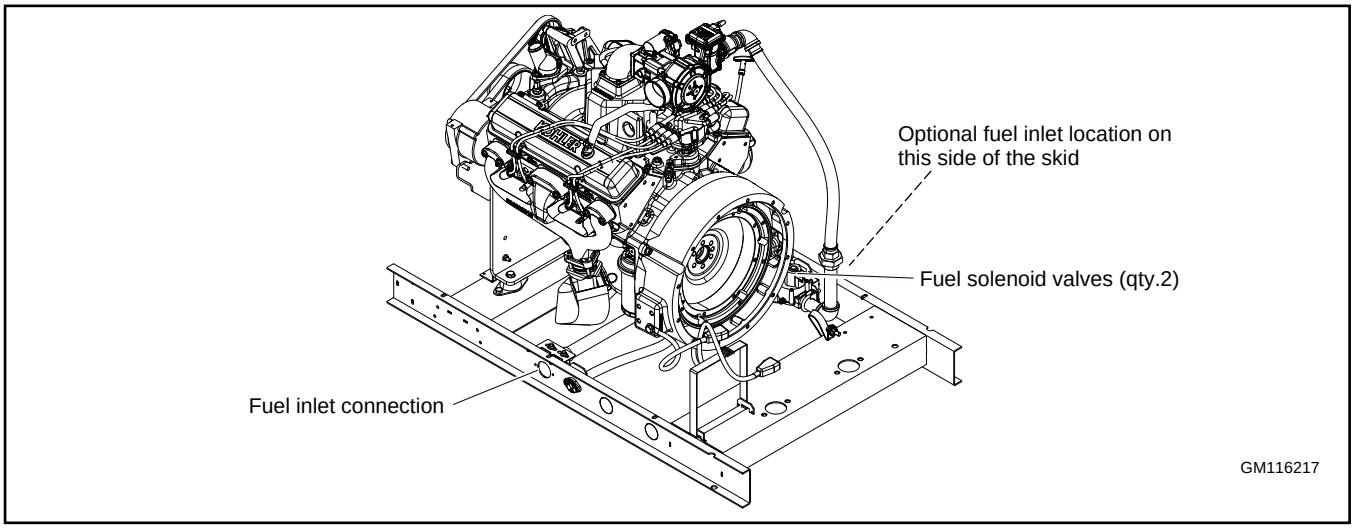

Figure 21 Fuel Supply Connection Location (generator set enclosure not shown)
b. Use a section of flexible fuel line to connect the fuel supply to the 1 in. NPT fuel inlet connection on the generator set. See Figure 21 or the dimension drawing for the fuel inlet connection location. Do not bend the flexible fuel line to make up for misalignment of the fuel supply line and the generator set fuel inlet.